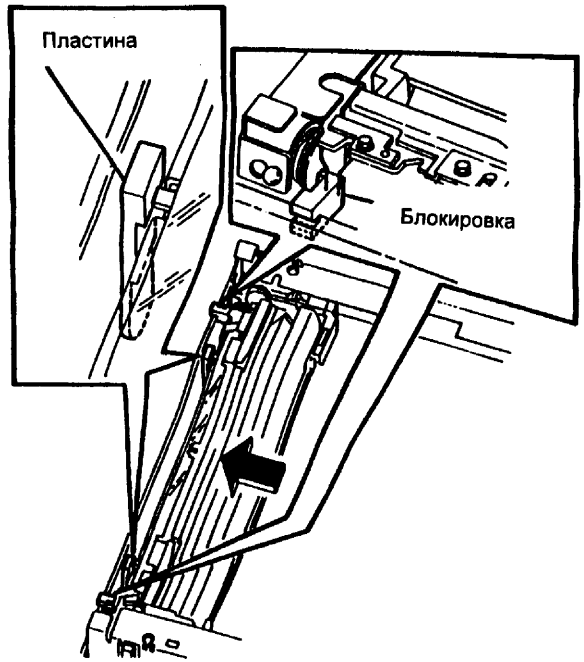

Рис. 3 Проверка положения кареток
9. (Рис. 3) Проверьте, касаются ли каретки блокировки и пластины передней и задней стороной.